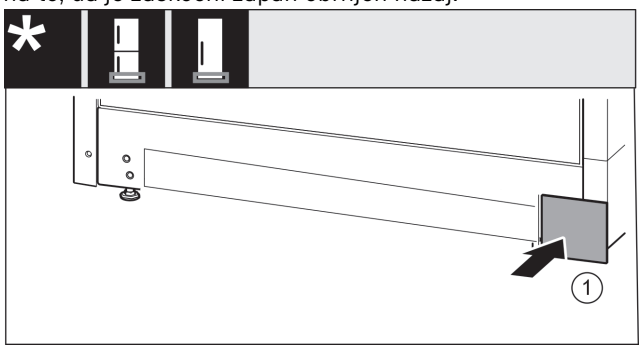

Fig. 17
▶ Pokrov *Fig. 17 (1)* ponovno namestite na drugi strani.